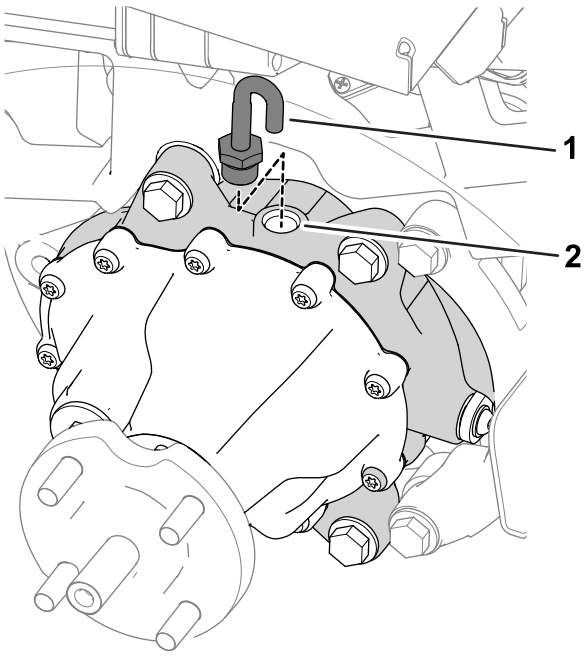

Figur 9
1. Fjern ventilslangen og koblingen fra toppen av girkassen (Figur 9).
3. Monter ventilslangen og koblingen inn i påfyllingsåpningen (Figur 9).